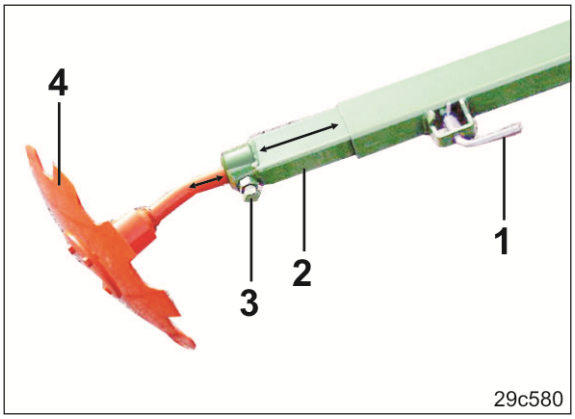

Fig. 123
5. Den federbelasteten Bolzen (Fig. 123/1) ziehen, zur Seite schwenken und arretieren.
6. Das Auslegerrohr (Fig. 123/2) bis zur ersten oder zweiten Bohrung herausziehen.
Stellung des Auslegerrohres (Fig. 123/2):
7. Das Auslegerrohr (Fig. 123/2) mit dem Bolzen (Fig. 123/1) sichern.
8. Schraube (Fig. 123/3) lösen.
10. Schraube (Fig. 123/3) festziehen.